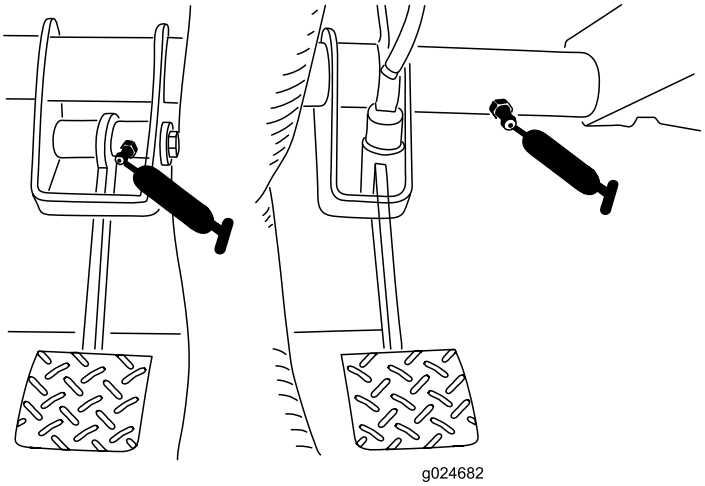

Figur 41
- Kobling (1) og bremse (1) (Figur 41)